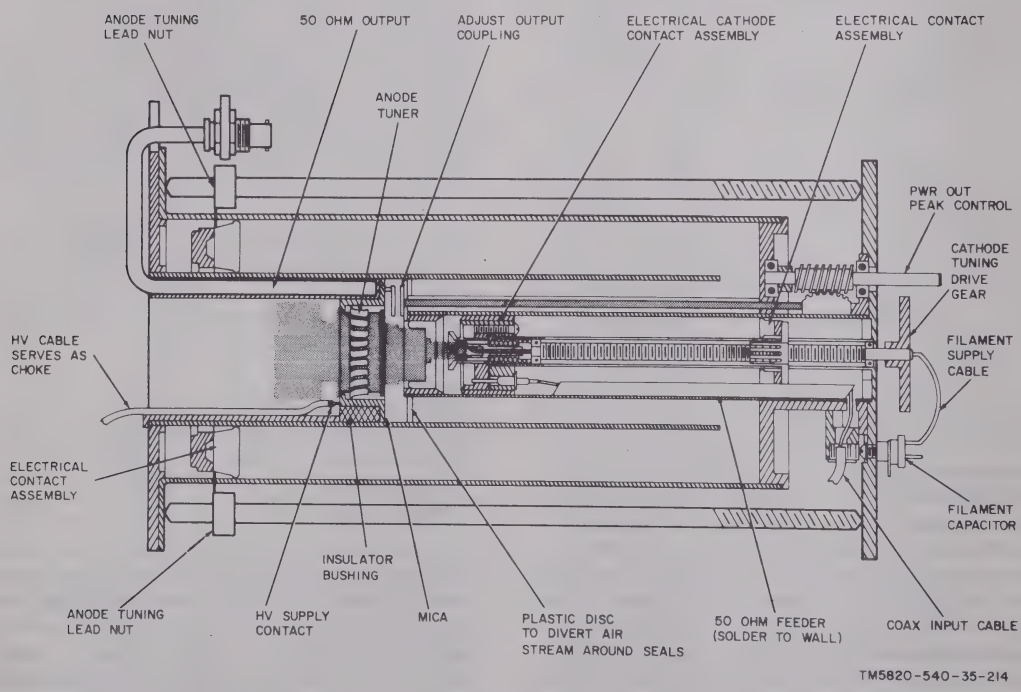

Figure 2-32. Power amplifier resonator cavity cross-section.
(1) Radio frequency amplifier 6AR1 amplifies the final selected transmitter frequency by about 23 db in two power amplifier stages using type 7211 lighthouse tubes mounted in tunable resonant cavities. The cavity design uses a quarter-wave folded resonator in the plate circuit (fig. 2-32). The grid-cathode resonator is of conventional form (non-folded) with capacity loading at its end. The heater connection to the amplifier tube is made through the hollow lead
Regulating the cathode currents in this manner extends tube life well in excess of 5,000 hours. Plate supply for the two tubes is 630 volts dc at about 180 milliamperes, supplied through radio interference filter 6AR1A2FL3, and applied to the plates through chokes L2 and L4 formed by wiring inside the cavities. **A cross-section of the cavities is shown on figure 2-32.**